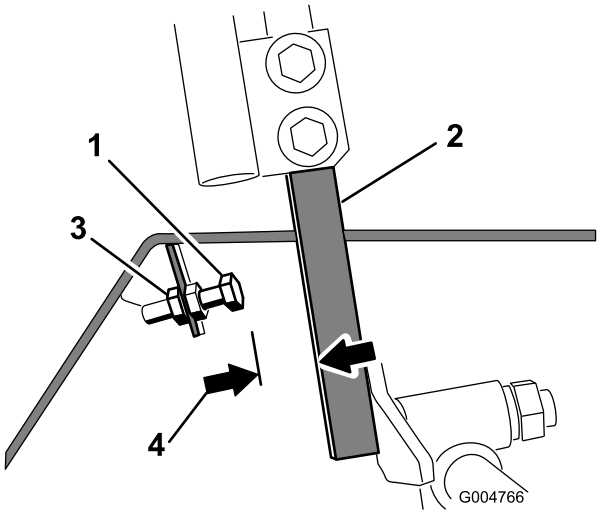

Figur 57
4. Løsne låsemutteren på stoppebolten for en kontrollspak (Figur 57).